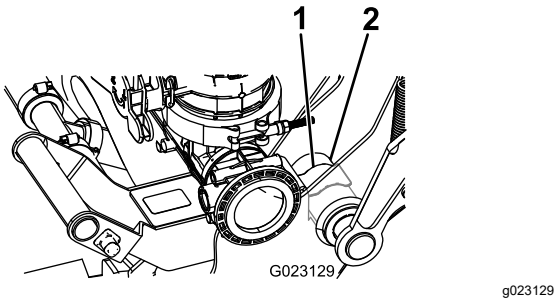

Rysunek 13
D. Popchnij, aż zatrzask sprężyny zatrzaśnie się na rurze osi obrotu w sposób pokazany na Rysunek 13.